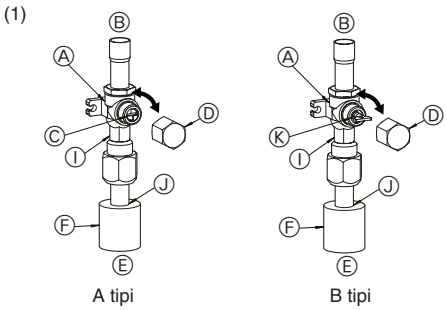

Fig. 4-5
(1) P100-P140 modellerinin gaz tarafı (Fig. 4-5)